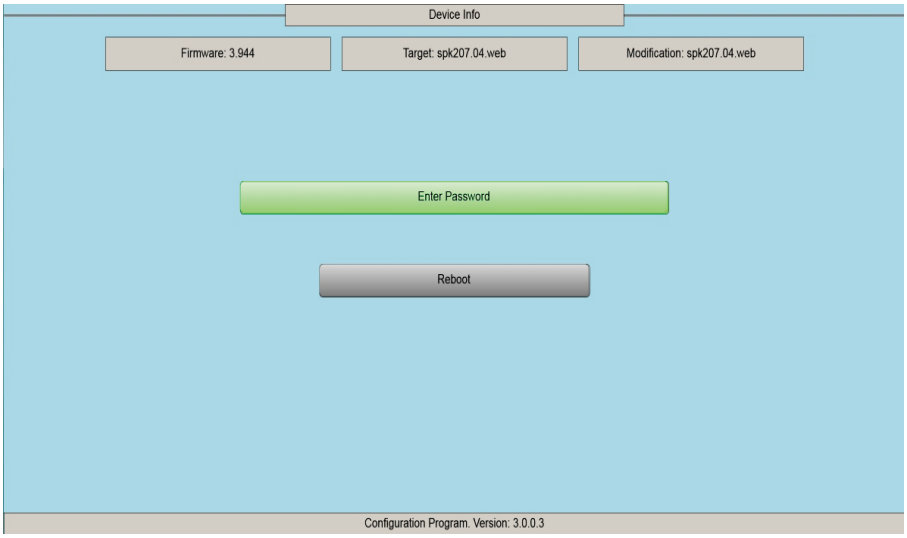

Fig. 7.2 Configuration Mode - Main Screen
– The access is password protected. Enter the password using the on-screen keyboard on the Main Screen (Fig. 7.2). The default password is **12345**. Use the **Shift** key as a Caps Lock key.